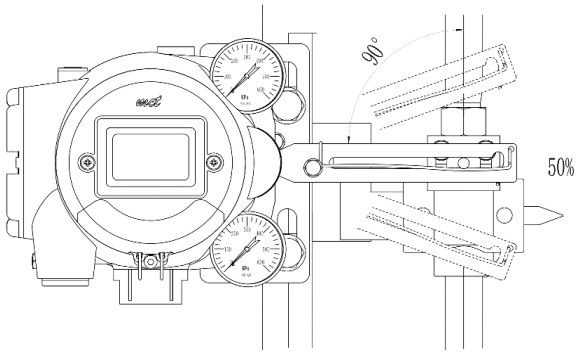

图 7 反馈杆为水平状态
8. 请确认当阀门行程在 50%时 MCT 790 的反馈杆是否为水平状态。如果反馈杆不保持水平，请调整安装板和反馈杆连接件，使反馈杆符合图 7 所示要求。注意：若安装后反馈杆不调至水平会对产品的线性有不良影响。